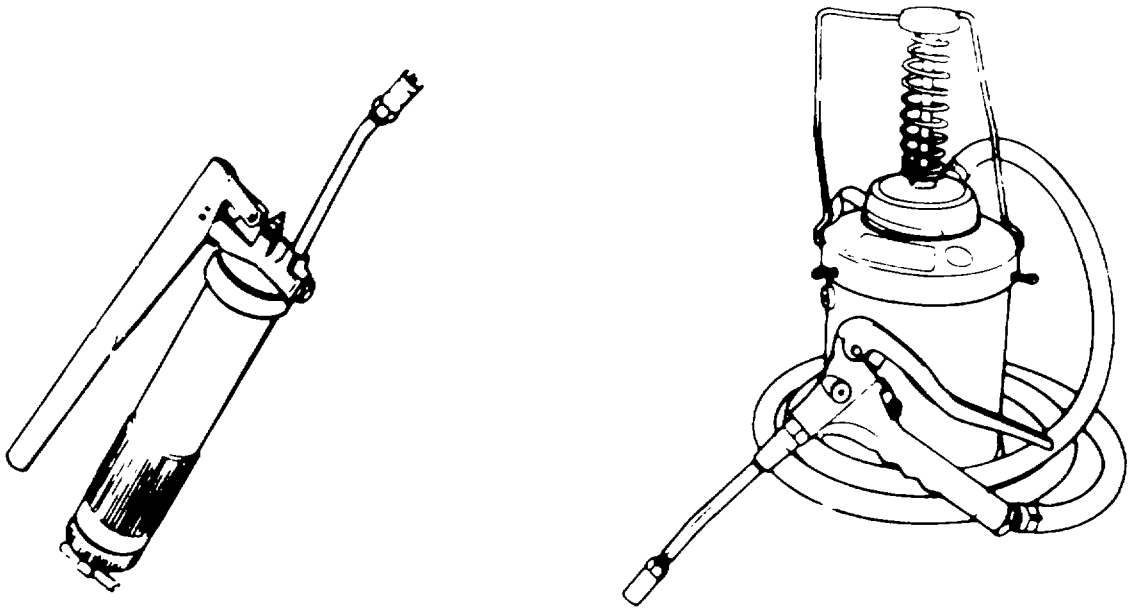

Figure 9-20. Lubricating Equipment
m. Lubricating Equipment. Lubricating equipment, shown in figure 9-20, is commonly called grease guns. Grease guns are used to lubricate various moving parts on an aircraft. This paragraph will cover hand operated grease guns.
(1) Purpose. Grease guns are designed to inject a lubricating substance between two metal surfaces that move against each other. The lubricant is injected through a fitting, designed with a check ball to prevent the lubricant from coming back through the fittings.
(2) Type. The most common type of grease gun is the lever operated. This type of grease gun is cylindrical, holds 14 ounces of lubricant, and requires two hands to operate. The lubricant is spring-primed and is delivered at 6,000 psig.